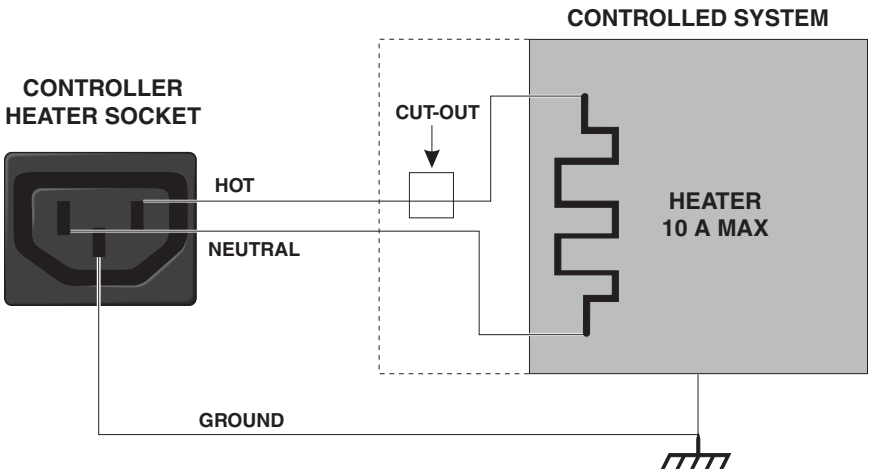

Figure 1 *Controller to Heater Wiring*
Connect the heater to the back of the controller using the socket labeled "HEATER". Be sure the heater cable is adequate for the amount of current required and that the heater is wired correctly and safely. See Figure 1 on page 13 for heater wiring.
(2) The heater socket is the source of controlled power for the system heater. This power is switched by the solid-state relay to maintain a constant temperature. The voltage is the same as that supplied through the entry module (A). For a diagram of how to wire the heater to the controller see Figure 1 on page 13. An extra line cord has been included with the unit for use with the heater socket.